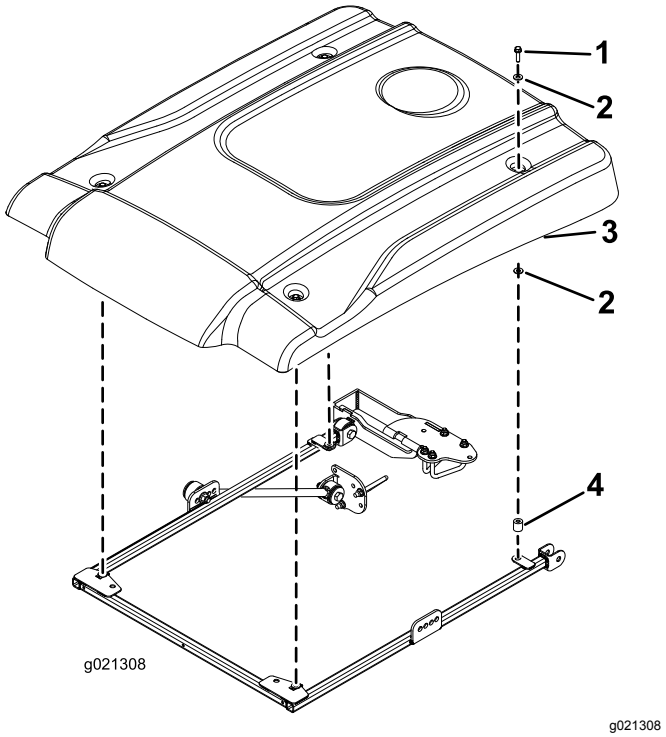

Bild 37
11. Positionieren Sie das Sonnendach beim Ausfluchten der Befestigungslöcher am Rahmen wie in Bild 37 abgebildet.
12. Befestigen Sie jede Ecke des Sonnendachs mit einer Bundkopfschraube (5/16" x 1¼") und zwei kleinen Scheiben und einem Distanzstück lose am Rahmen (Bild 37). Legen Sie eine Scheibe an jeder Seite der Gummidichtung des Sonnendachs auf.